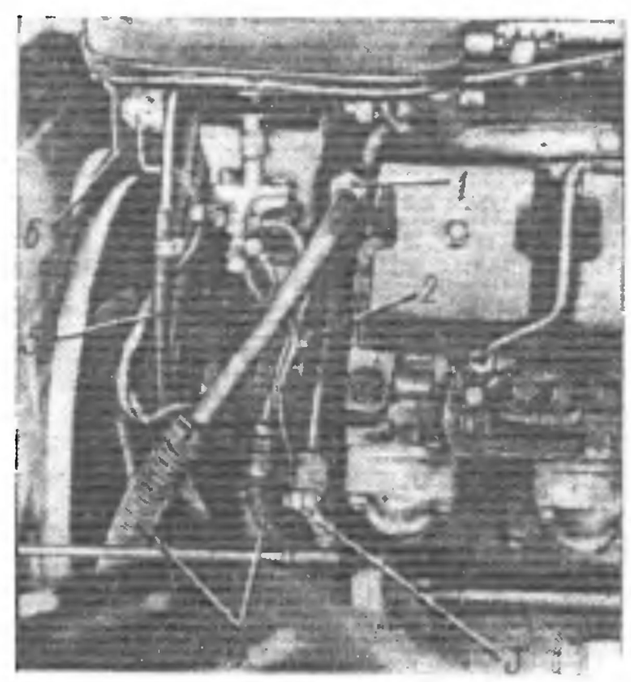

Рис. 2. Снятие маслопроводов гидроусилителя.
9. Отверните гайки *1* и *2* (рис. 2) и отсоедините маслопроводы *4* низкого и высокого давления гидроусилителя рулевого управления	Ключи 27×30 (2 шт.), 17×19 (2 шт.)
39. Наденьте шланг *5* (см. рис. 2) на трубку вспомогательной тормозной системы, затяните хомут	Отвертка